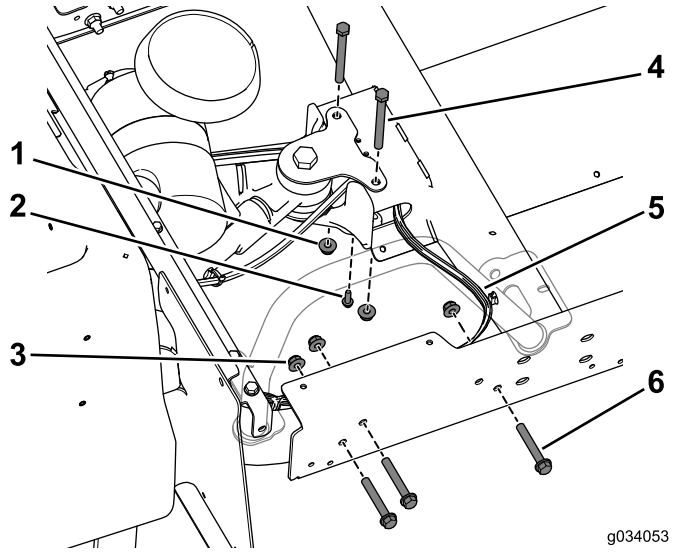

Figuur 28
8. Gebruik de 3 bouten (3/8 x 2-1/2 inch) en flensmoeren om de verlengrail aan het achterframe te bevestigen (Figuur 28). Doe dit aan beide zijden van de machine.
Opmerking: Zorg dat de kabelboom het middelste kanaal aan de rechterkant verlaat (Figuur 28).
9. Gebruik de zelftappende schroef (1/4 x 3/4 inch) om de remleiding aan het centrale kanaal te bevestigen (Figuur 28).
10. Gebruik de 2 bouten (3/8 x 3-3/4 inch) en flensmoeren om het middelste kanaal losjes aan de achterste bevestiging vast te maken (Figuur 28).